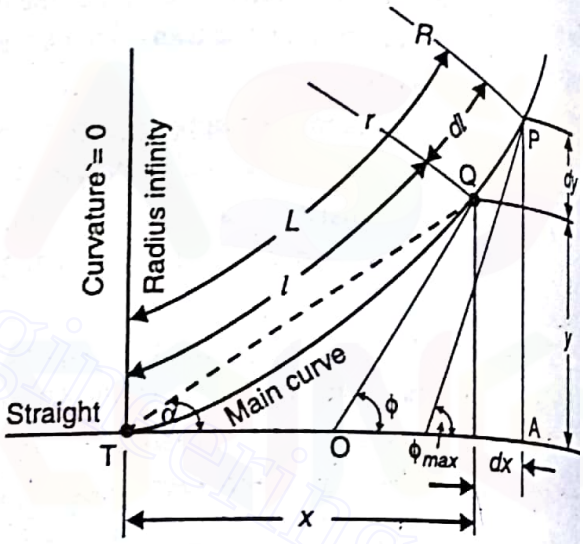

Fig. 9.2
1. *True spiral or clothoid.* It is an ideal shape of a transition curve, as shown in Fig. 9.2, in which the radius of curvature at any point is inversely proportional to the distance of the point from the beginning of the curve. The equation of an ideal transition curve representing a true spiral or clothoid is given by